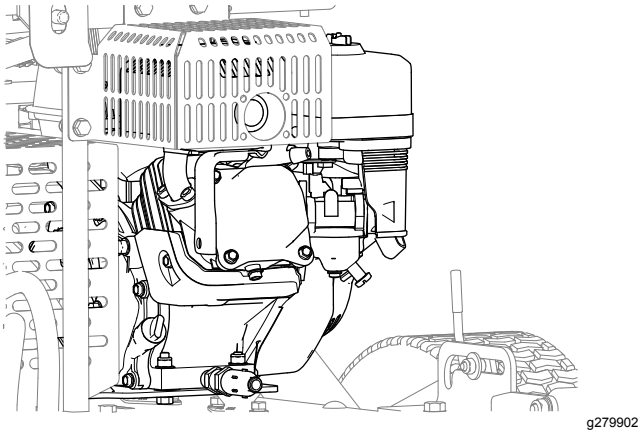

Figur 41
4. Fjern smuss og rusk fra motoren og motorens kjøleribber (Figur 41).